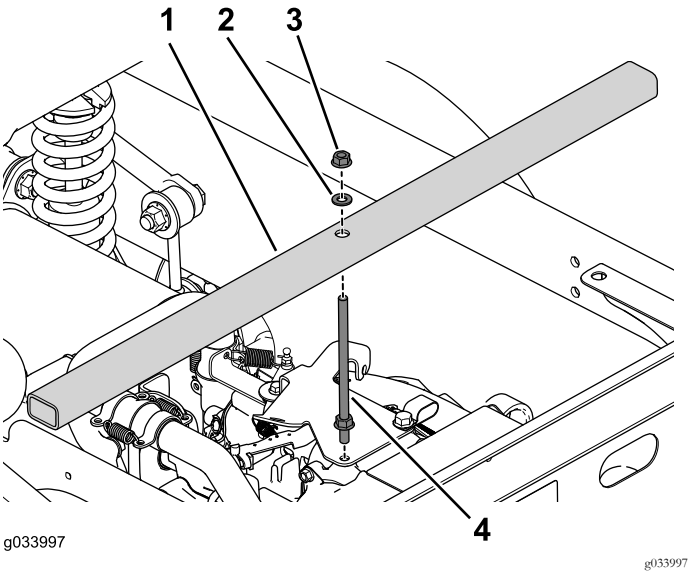

Figuur 13
1. Verwijder de flensbout van de gasbeugel (Figuur 13).
2. Gebruik de 2 flensmoeren, ring en schroefdraadstang om de brugsteun op de motor te monteren (Figuur 13).